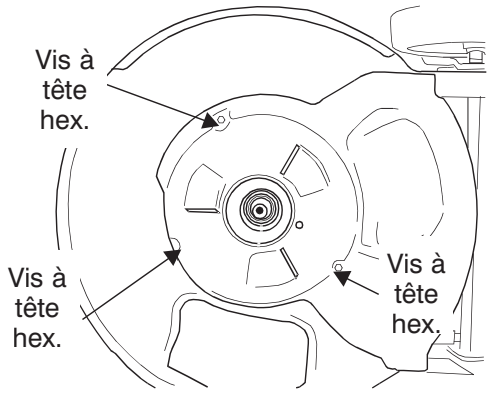

Figure 19
6. Avec une clé de 3/8 po, enlevez les trois vis à tête hex. qui maintiennent le déflecteur sur le plateau de coupe. Voir la Figure 19.